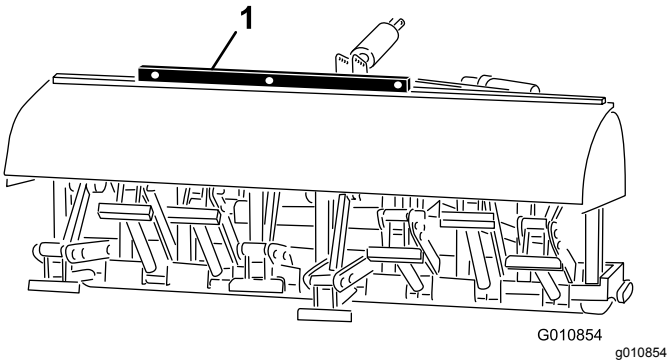

Figur 29
2. Placera ett vattenpass ovanpå luftarens ram för att kontrollera att den är jämnt inställd i sidled (Figur 29).